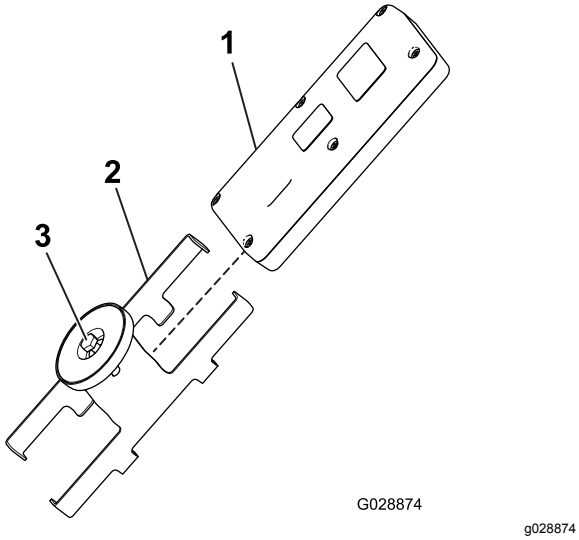

**Rysunek 14**
5. Załóż pilot zdalnego sterowania na uchwyt magnetyczny, dosuń połówki do siebie, aby zamocować pilota, a następnie dokręć śrubę w magnesie (Rysunek 14).